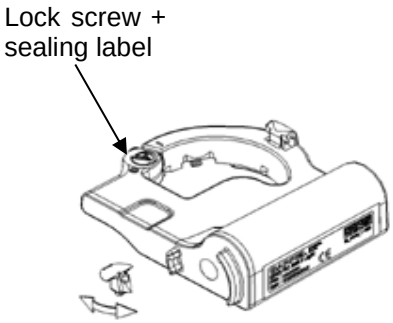

fig. 6
- A screw tightens and loosens the ring on the meter (fig.6). This system makes the assembly more secure while making it possible to remove the ring without damaging the hooks.